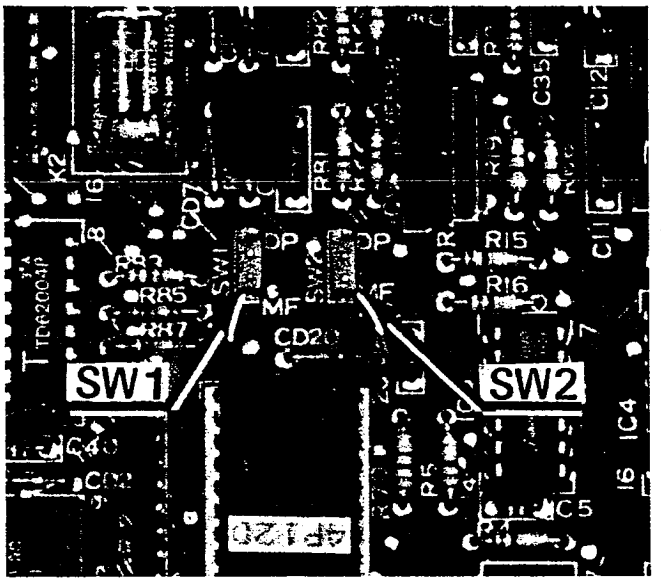

FIGURE 19—MOPU CONNECTING STRAPS
07.32 Choose the appropriate type of MOPU PCB (MF/DP or DP). If MF/DP, make sure the SW1 and SW2 strapping plugs (Figure 19) are in the correct strapping position to match the type of telephones being used. Position each plug so that the center pin is strapped to the pin marked either MF or DP. See Section 100-020-300, *System Programming,* for further information.